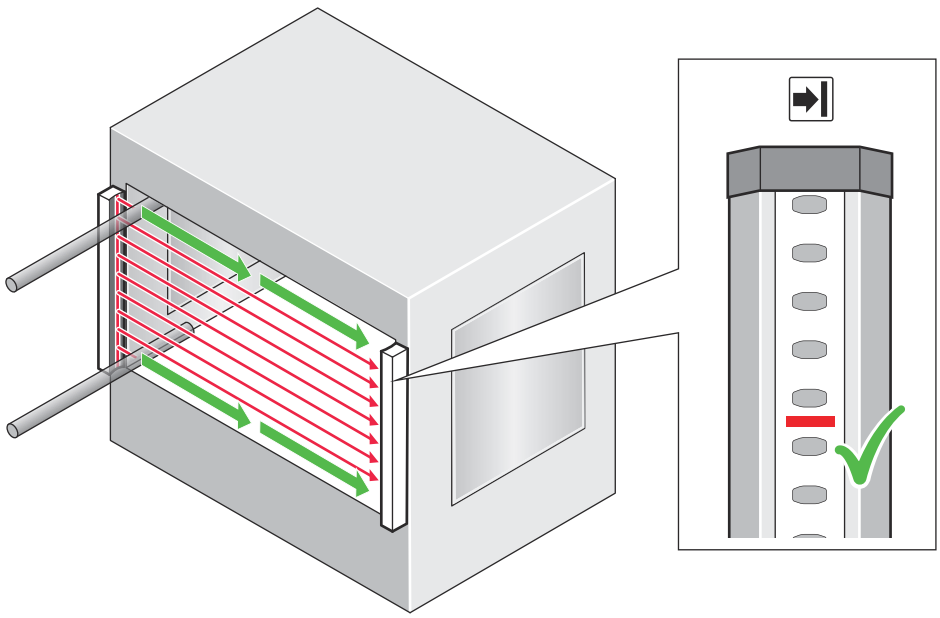

Rysunek 19: Test przy użyciu pręta kontrolnego: krok 3
3. Następnie przesunąć pręt kontrolny wzdłuż krawędzi zabezpieczanego obszaru zgodnie ze strzałkami, patrz rysunek 19.